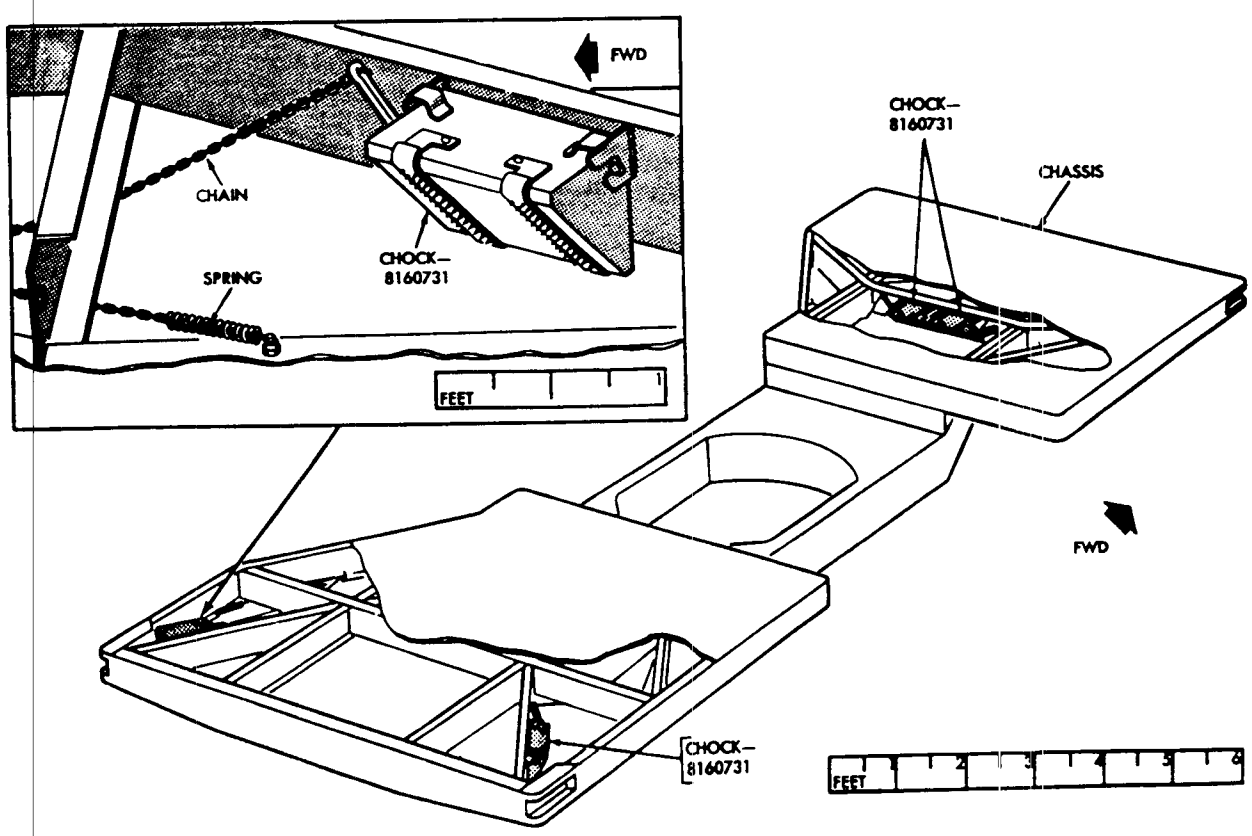

*Figure 206. Chocks stowed.*
**2** and **3** remove the chocks from the underside of the trailer and place one chock behind each trailer wheel (fig. 206).
**3** releases the azimuth lock (fig. 206) which secures the turntable assembly in its transit position. To do this, loosen the bolt and pull back on the slotted key bolt to release the lock. Then retighten the bolt so that the key bolt cannot be accidently placed in the locked position. Manually rotate the antenna to insure it is free.